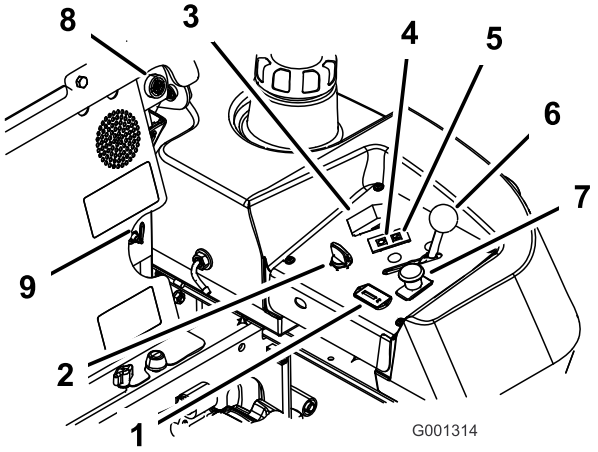

Figur 11
4. Skyv spaken for kraftuttak til stillingen Av (Figur 11).